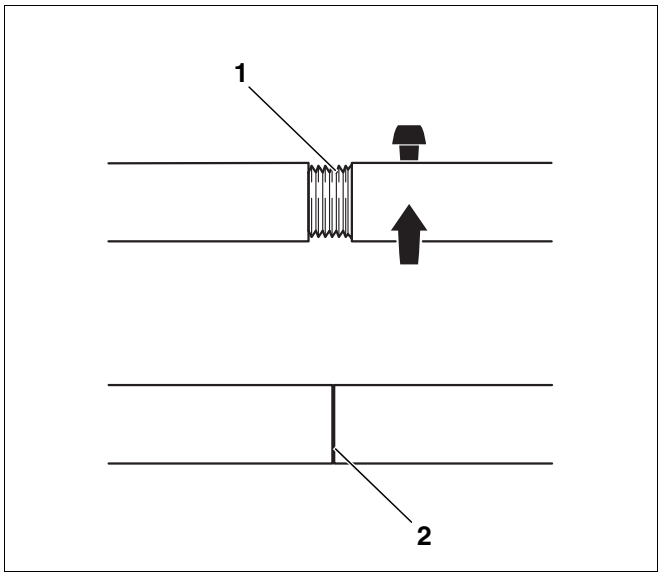

Afb. 15 Schroefverbinding van de trekstangen
- Controleer de schroefverbindingen van de trekstangen telkens u elementen heeft samengetrokken en draai ze eventueel aan (afb. 15, **pos. 2**). Wanneer de trekstang helemaal is ingedraaid en er geen schroefdraad meer te zien is, is deze correct geplaatst.